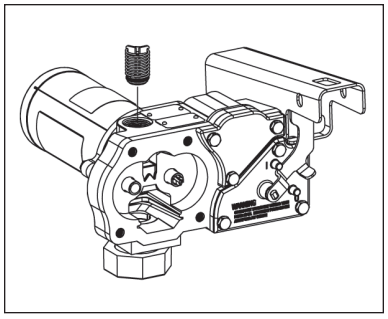

Figure 9
c. From inside the housing, use a small screwdriver to push the poppet and spring through the top outlet port. (Figure 9)